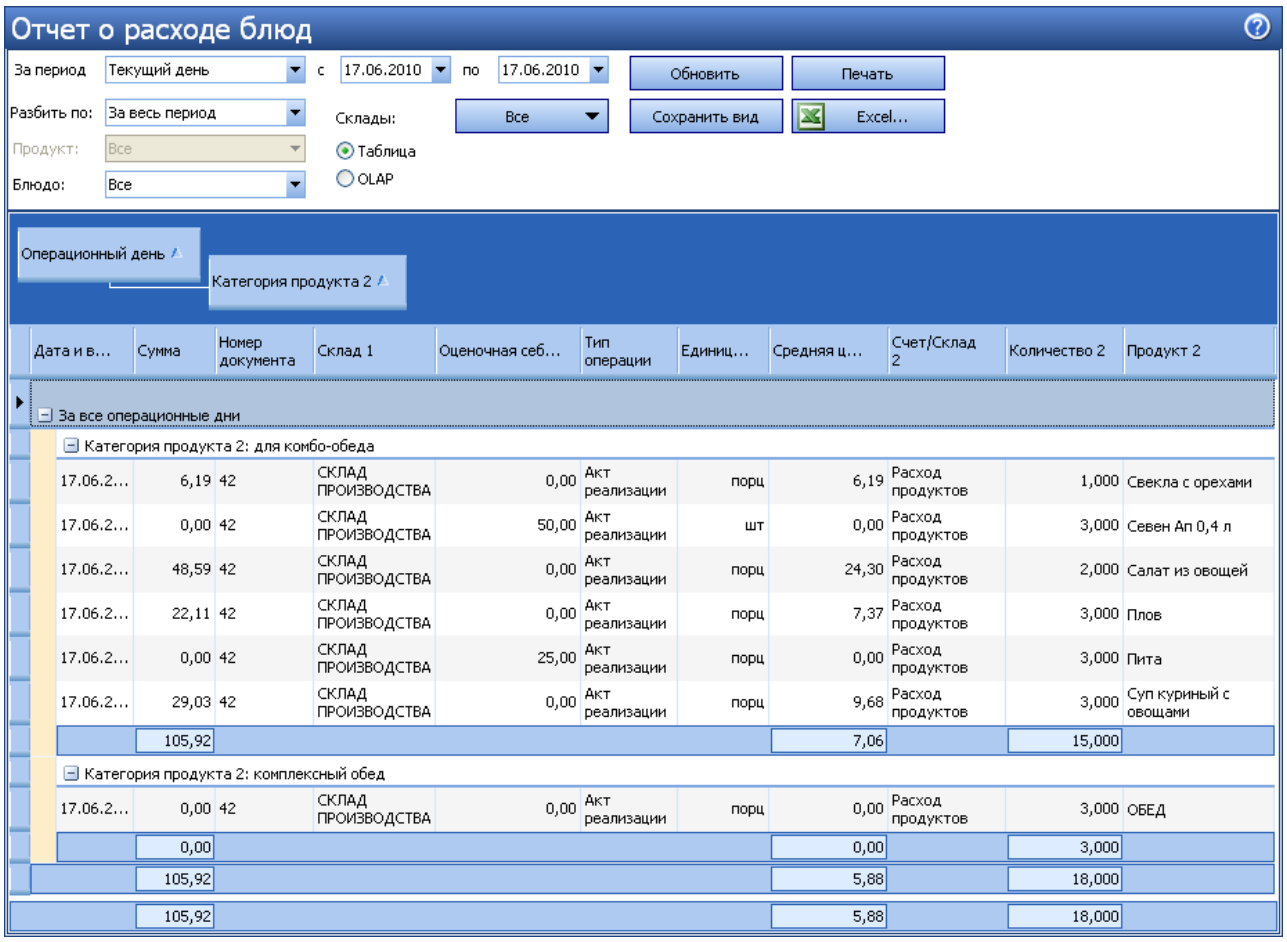

Рисунок 211 Настраиваемые отчеты – Отчет о расходе блюд
- С помощью настраиваемых отчетов (см. Рисунок 211).